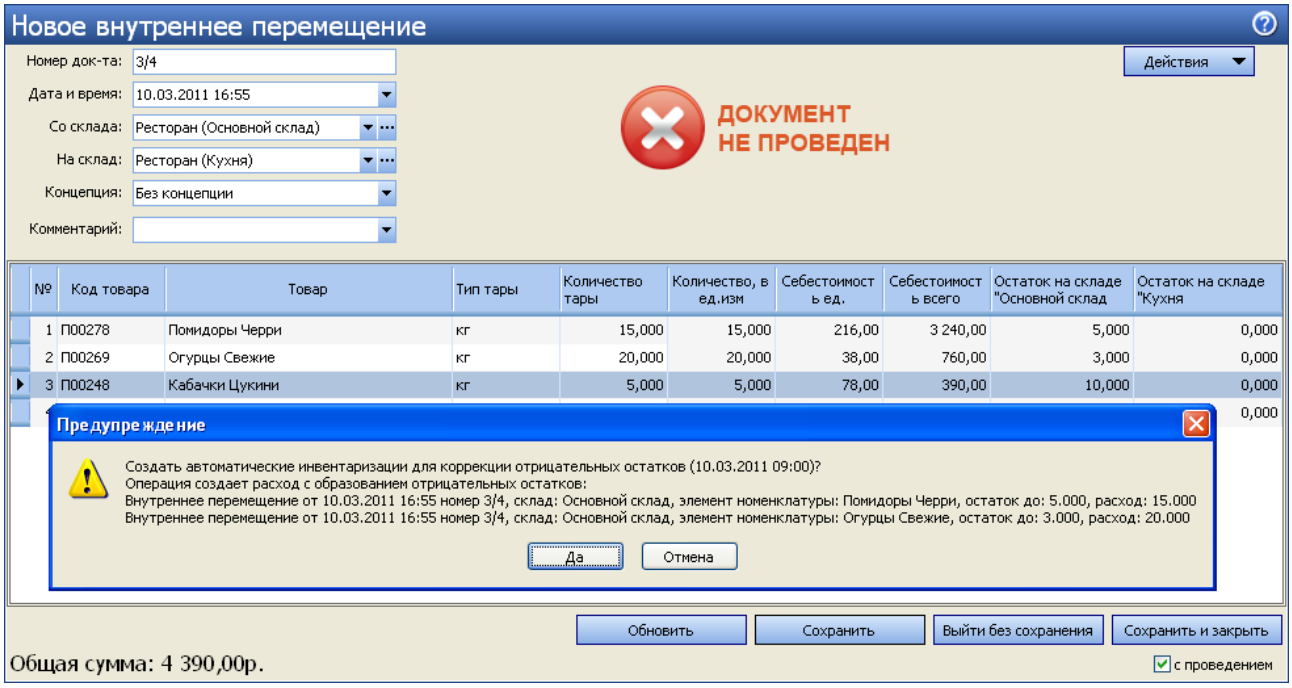

Рисунок 213 Внутреннее перемещение с образованием отрицательных остатков
2. После заполнения документа нажмите кнопку **Сохранить и закрыть** (или **Сохранить**), а затем кнопку **Да** (см. Рисунок 213).